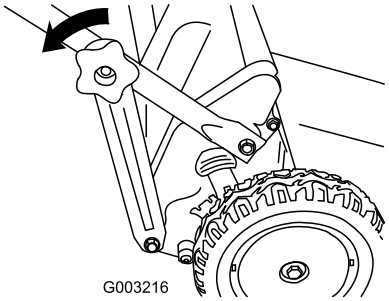

Figur 40
1. Lossa de nedre handtagsvreden (Figur 40).
2. Lossa de nedre handtagsfästena från bägge de nedre sidorna (Figur 40).